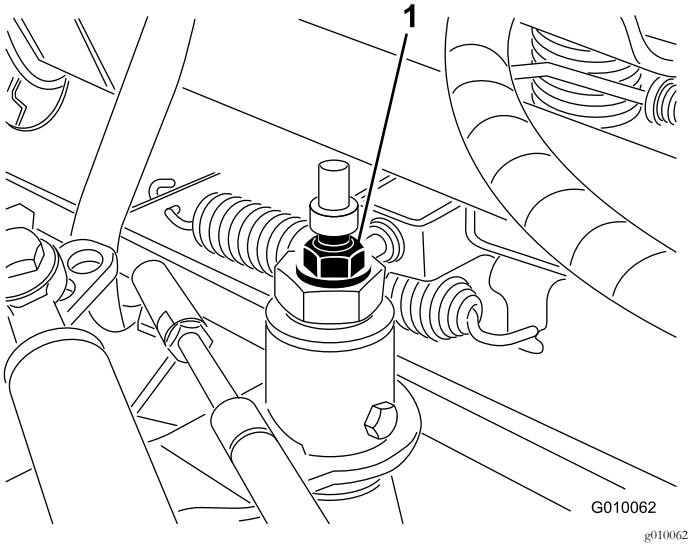

**Figur 54**
3. Løsne låsemutteren på trekkjusteringskammen (Figur 54).